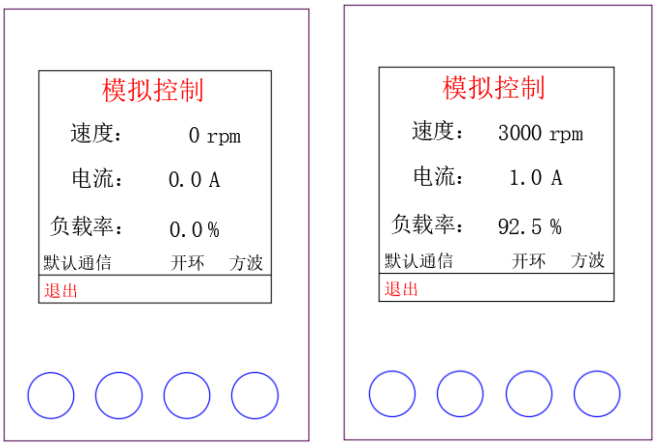

图 6.52 外部模拟量开环控制各界面
- 调节驱动器外部电位器或输入模拟量大小，进行调速操作。如**图 6.52**。